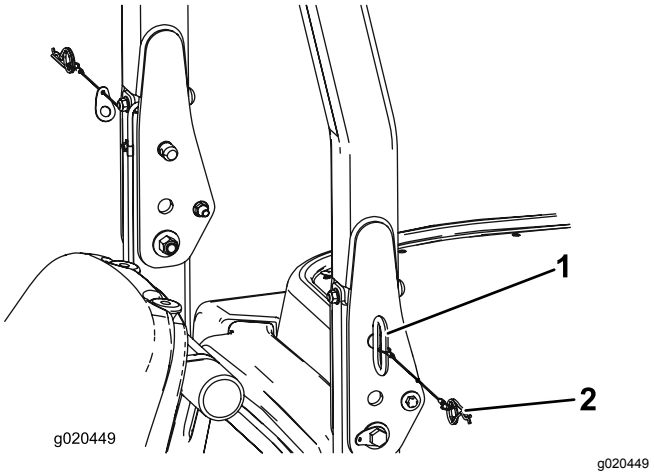

Figuur 55
1. Om de rolbeugel omlaag te klappen verwijdert u de R-pennen en de twee pennen (Figuur 55).